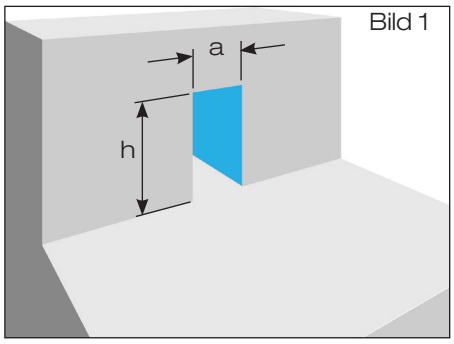

Bild 1
1.1 Attikadurchbruch nach Tabelle 1 erstellen (Bild 1).